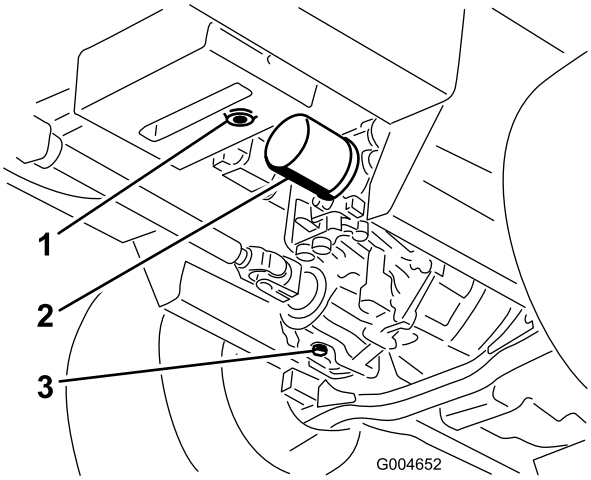

Figur 67
3. Placer en stor bakke under hydraulikbeholderen og gearkassen, og skru propperne af, så al hydraulikvæsken kan løbe af (Figur 67).
4. Rengør området omkring hydraulikoliefilteret, og afmonter det (Figur 67).